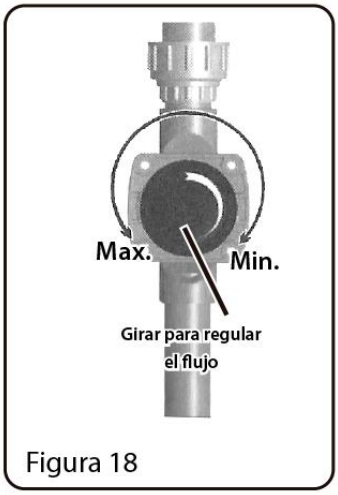

Figura 18
Ahora verifique el apriete de cada una de las conexiones que colocó e identifíquelas para asegurarse de la función de cada una de ellas, con el fin de evitar fugas de agua innecesarias. Asegúrese de que la válvula de drenaje ① está cerrada (Figuras 13 y 14) y la válvula de ajuste de la conexión ④ está completamente abierta. (Figura 18)
- Ahora comience a llenar el acuario con agua. Cuando el nivel de agua del acuario supere la coladera del rebosadero comenzará a desbordarse y caer por el orificio ④ llenando la urna de filtración. Si observa algún tipo de fuga de agua en cualquier punto detenga el llenado del acuario y resuelva el problema. Detenga el llenado cuando observe que el nivel de agua en la urna de filtración alcanza 2/3 de su altura total.
- Conecte la bomba al suministro de agua y observe como se vacía la urna de filtración para llenar el acuario a través del difusor de impulsión, rebosando por la coladera y cayendo nuevamente por el orificio ④ formando un circuito cerrado. Observe su funcionamiento durante unos minutos y regule la válvula del orificio ④ para balancear la caída de agua y ajustar el ruido de la tubería. (observe la figura 18).